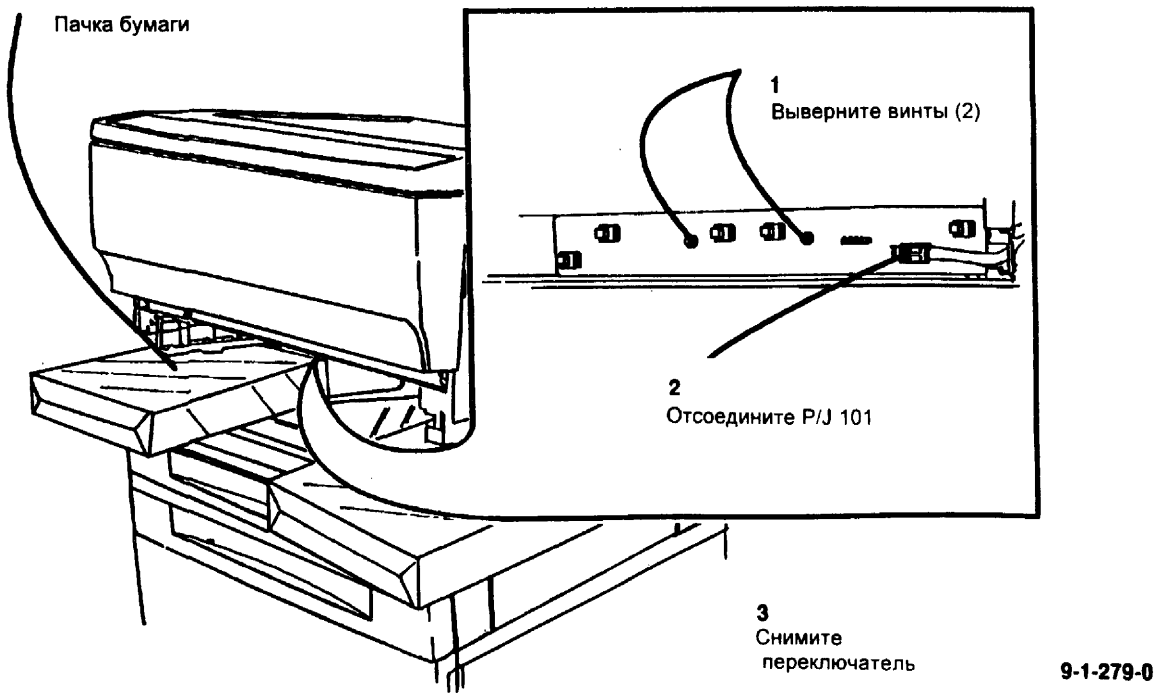

Рис. 1 Снятие переключателя размера бумаги лотка 1
2. (Рис. 1) Приподнимите копировальный аппарат. Подложите по пачке бумаги под передние углы копировального аппарата.
3. (Рис. 1) Снимите переключатель размера бумаги лотка 1.